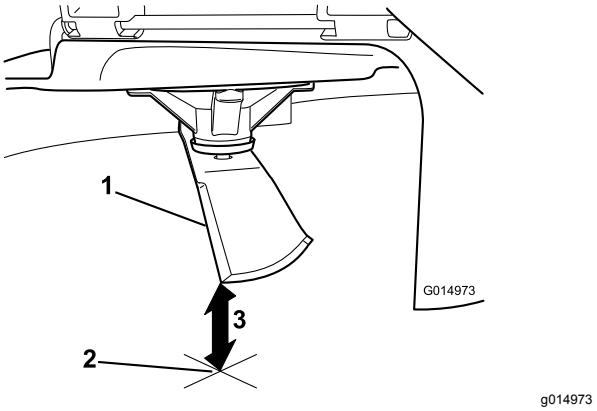

Figur 59
5. Mål fra knivtuppen til den flate overflaten (Figur 59).